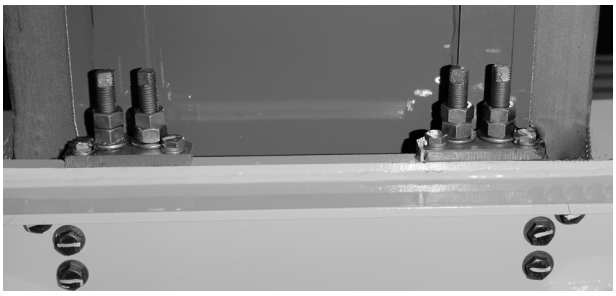

FIGURA 4-83
4. Conecte los cables de retracción centrales al extremo delantero de la sección de base (Figura 4-83).